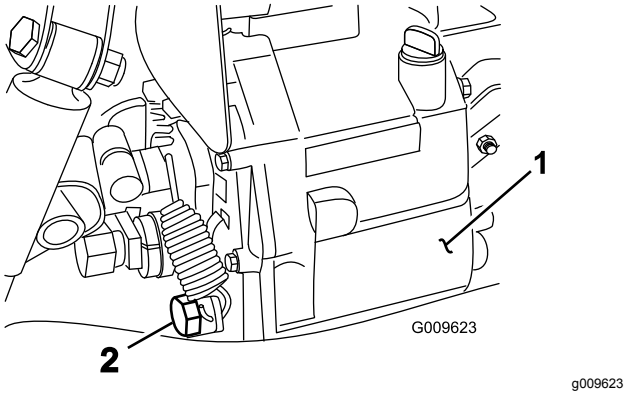

図 69
4. 油圧オイルタンクの側面にあるドレンバルブをゆるめ、流れ出すオイルを容器に受ける(図 69)。